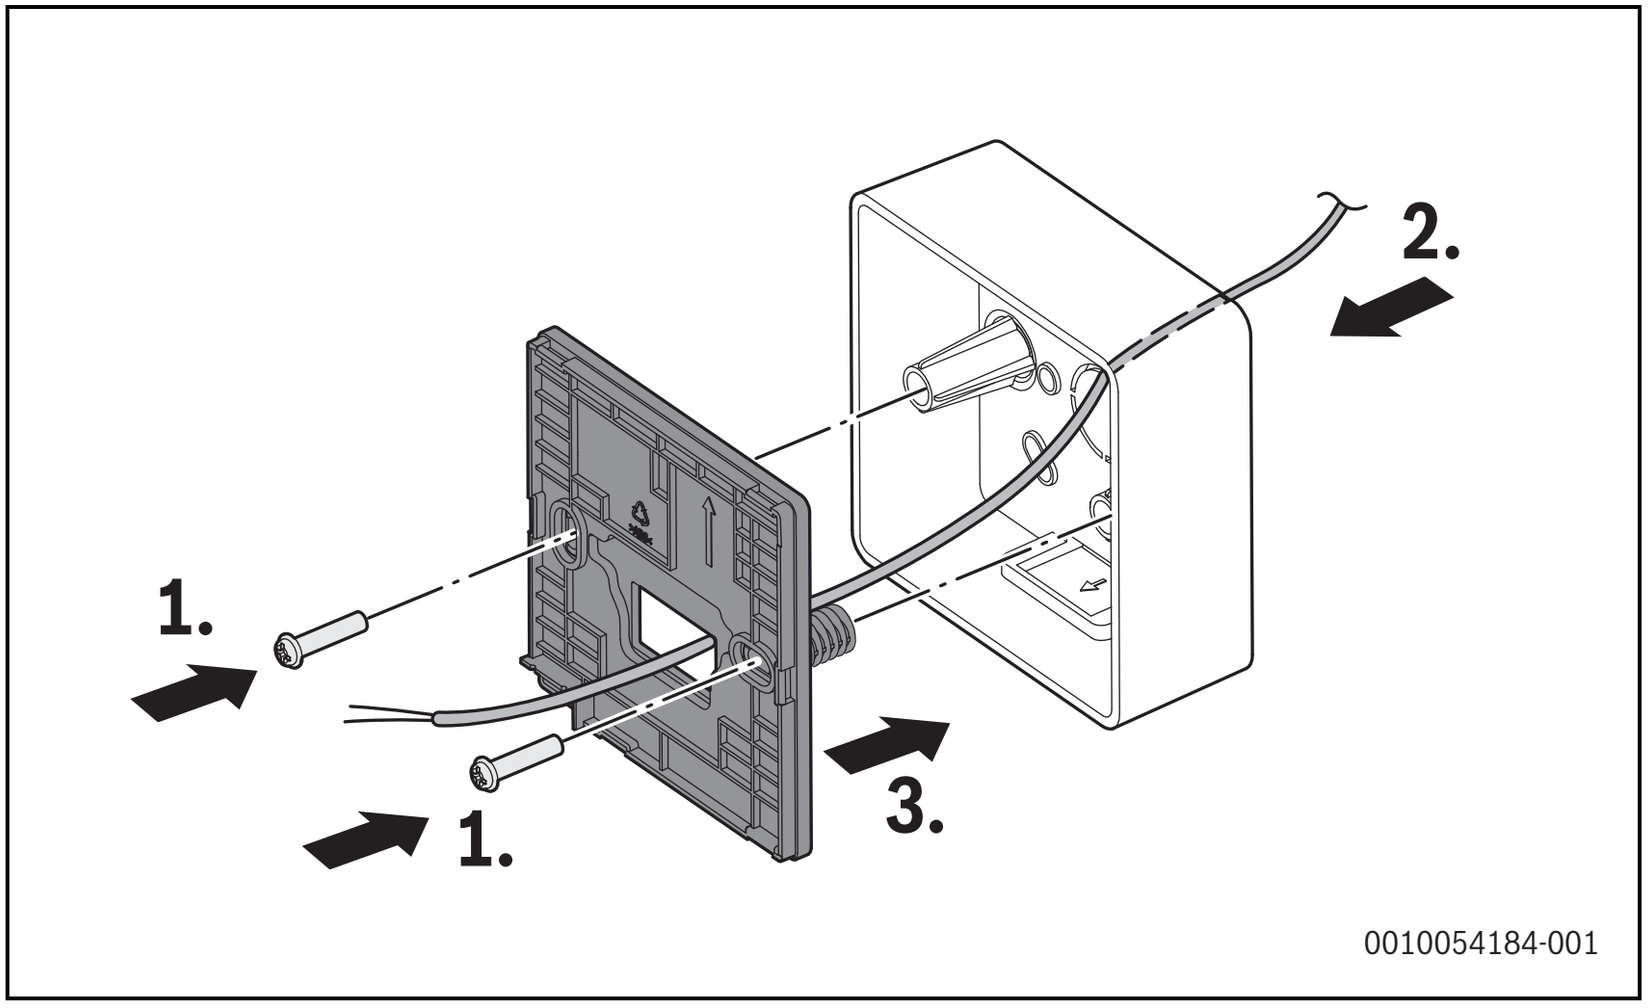

Fig. 7
- Utilize os dois parafusos de cabeça Phillips para fixar a tampa traseira do controlador com fios na caixa de terminais através das barras de suporte (→Fig. 7, [1]).
- Utilize os três parafusos de cabeça redonda e o tubo de expansão de plástico para fixar a tampa traseira do controlador com fios na parede. Certifique-se de que a tampa traseira não fica deformada devido a um aperto excessivo (→Fig. 7, [2]).